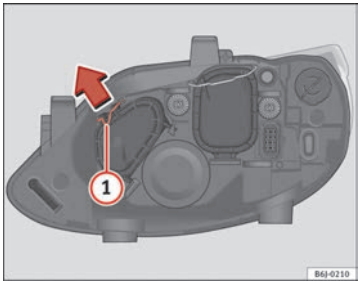

Fig. 144 Main beam headlights
– Move the loop (1) in the direction of the arrow and remove the cover ⇒ fig. 144.